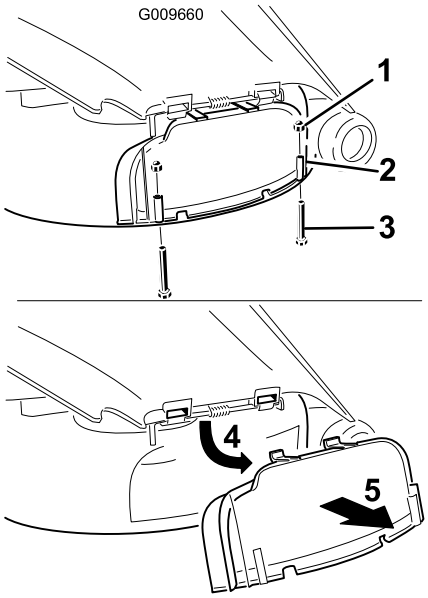

Figuur 28
3. Verwijder de 2 moeren en bouten waarmee de uitworpafsluiter aan de machine is bevestigd (Figuur 28).